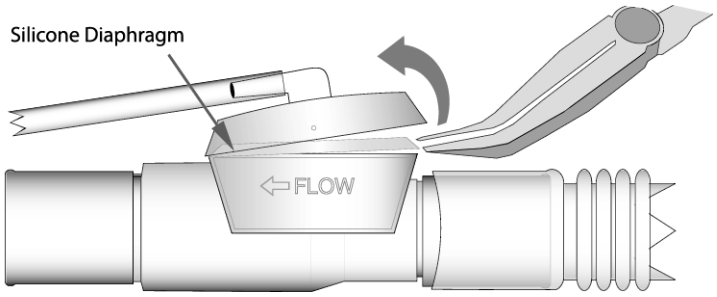

**Figure D-1 Removing Silicon Diaphragm -- Pediatric/Adult Patient Circuit**
1. Using a hemostat or a tongue blade, carefully open the exhalation valve as we show in Figure D-1. Remove the top cover first, and then remove the silicon diaphragm. Place the silicon diaphragm in a clean area on disposable circuits only. Do not attempt to the following procedure on a reusable circuit.